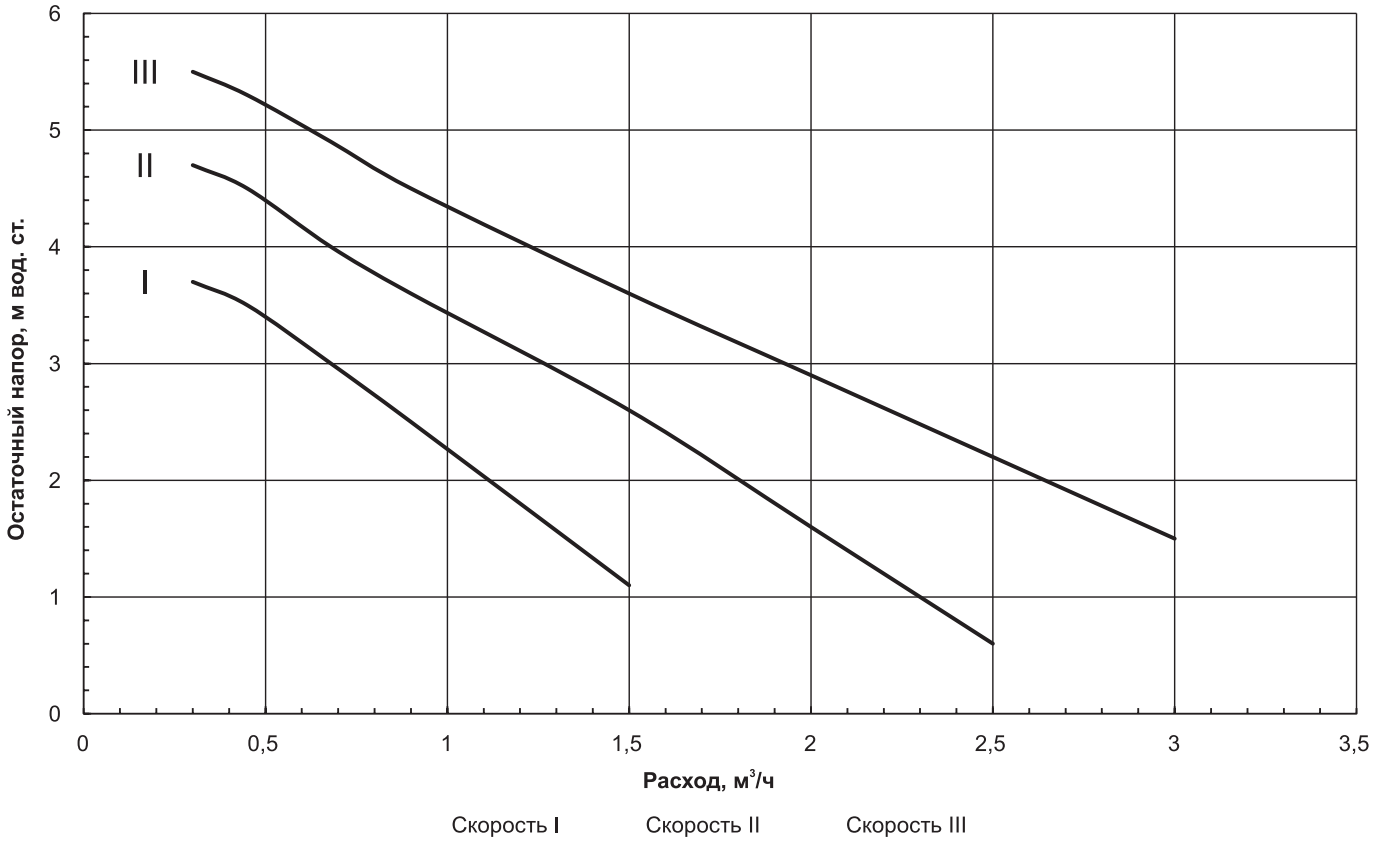

Рис. 2 Остаточный напор для циркуляционного насоса ZOTA RING 25/70 (для котлов МК-Х от 30 до 36 кВт)
** График остаточного напора для циркуляционного насоса показан на **Рис. 2**.